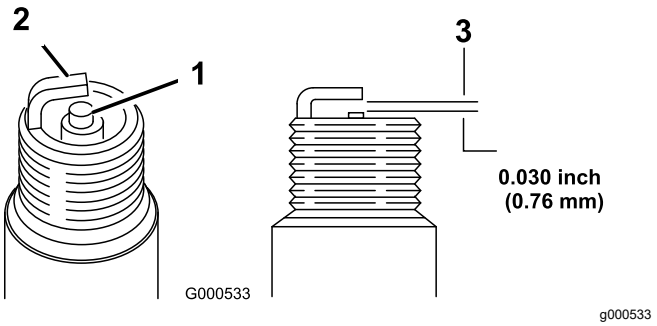

**Figure 30**
5. Réglez l'écartement des électrodes à 0,76 mm (0,030 po); voir Figure 30.